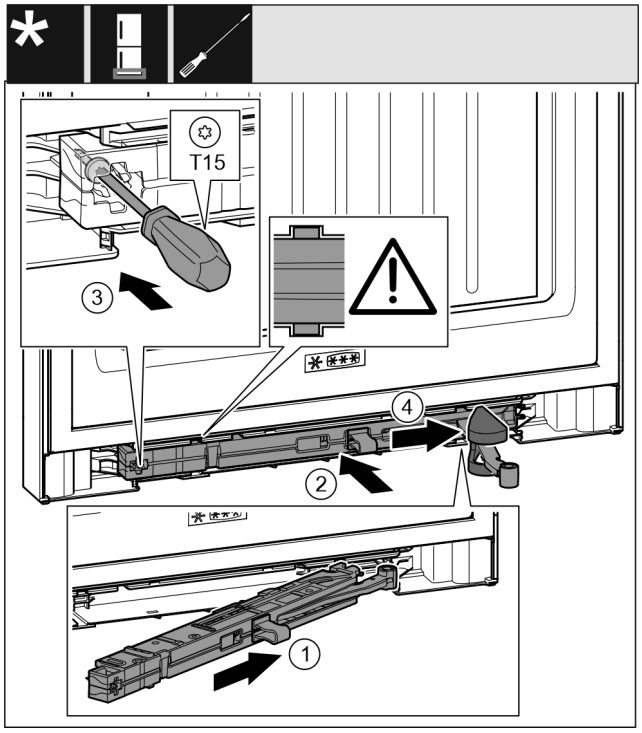

Fig. 68
- ▶ Pe partea suportului de lagăr împingeți înclinat unitatea amortizorului de închidere *Fig. 68 (1)* până la opritor în degajare.
- ▶ Împingeți unitatea amortizorului de închidere *Fig. 68 (2)* complet în degajare.
- ▶ Înșurubați ferm șurubul *Fig. 68 (3)* cu o șurubelniță.
- ▶ Împingeți capacul *Fig. 68 (4)* peste articulație.